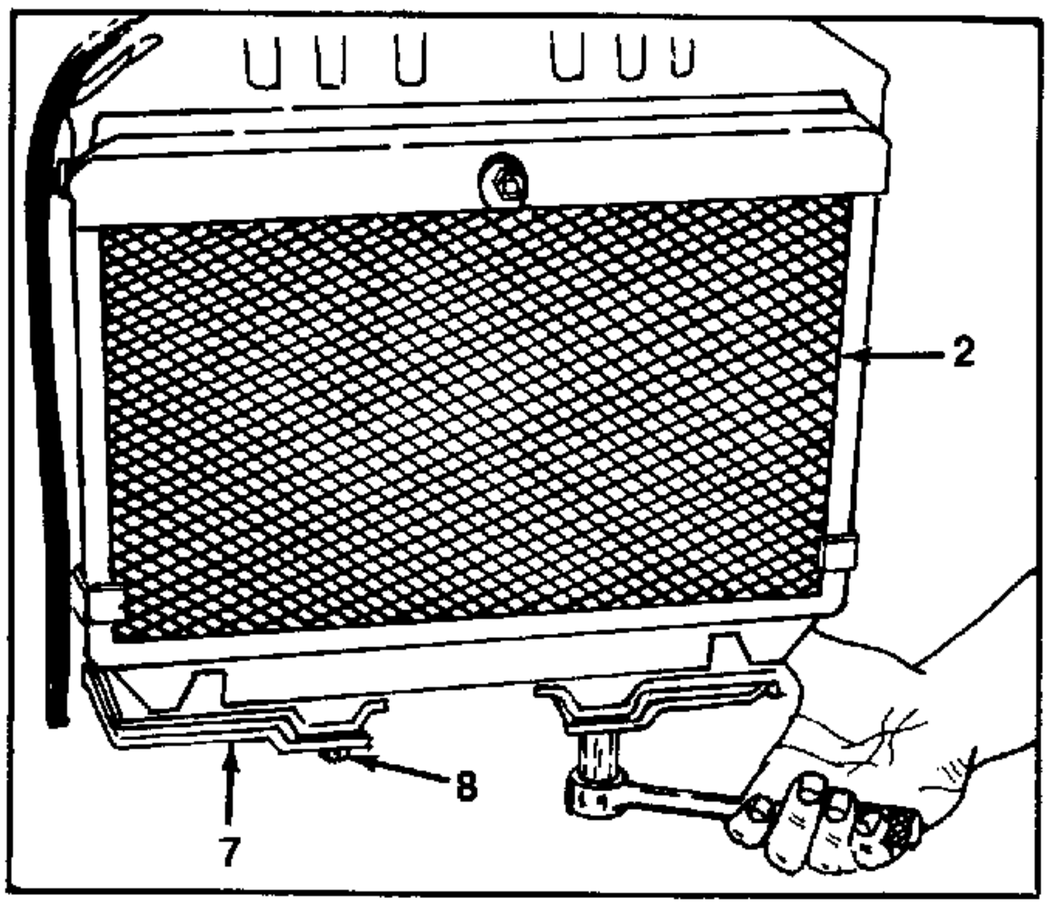

FIGURE 5.
6. Remove the two 17mm bolt and lock washers from the bottom of radiator and engine craddle. See figure 5.